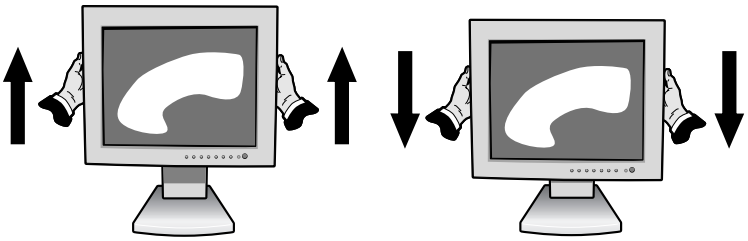

Figura RL.1
Per sollevare o abbassare lo schermo, afferrare con le mani i due lati del monitor e sollevarlo o abbassarlo all'altezza desiderata (**Figura RL.1**).
Per sollevare lo schermo, afferrare con le mani i due lati del monitor e sollevarlo il più in alto possibile (**Figura RL.1**).
2. Afferrare con le mani i due lati del monitor e sollevare il più in alto possibile (**Figura RL.1**).